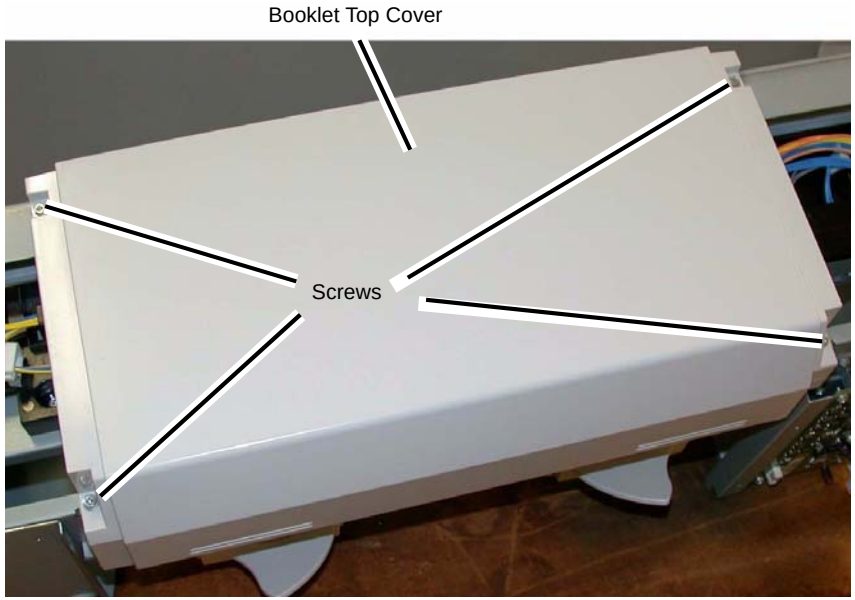

Figure 1 Removing the Booklet Top Cover
5. Remove the Booklet Top Cover (Figure 1).
a. Remove the Screws (4).